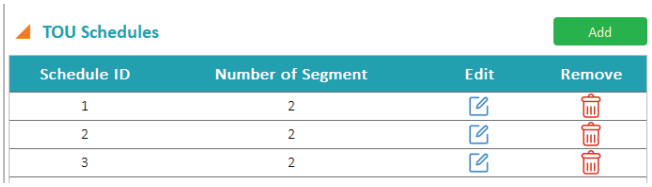

Figure 4-32 TOU Schedule Configuration
The TOU Schedule table, shown in Figure 4-32, supports a maximum of fourteen (14) schedules. The TOU schedules in the table are available for the TOU calendar settings. Each schedule can be divided into time segments, with each schedule accommodating up to fourteen (14) time segments. Furthermore, each segment is assigned a tariff.